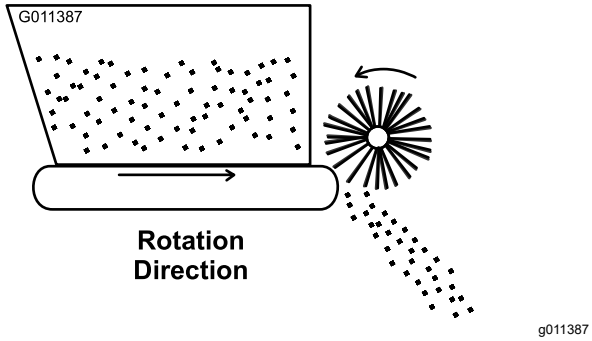

**Figur 19**
3. Flytt den eksterne hydraulikkspaken på kjøretøyet til KJØR-posisjon. Remmen og børsten skal rotere som vist i Figur 19.